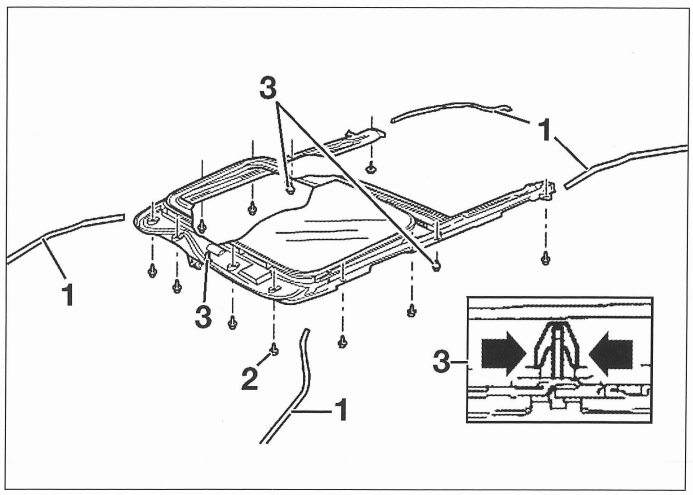

FIG. 77
• Separar las tuberías de drenaje (1) **(fig. 77)**.
• Desmontar los tornillos (2).
• Con un segundo operario, comprimir las patas de los clips de fijación (3) y bajar el techo corredizo.